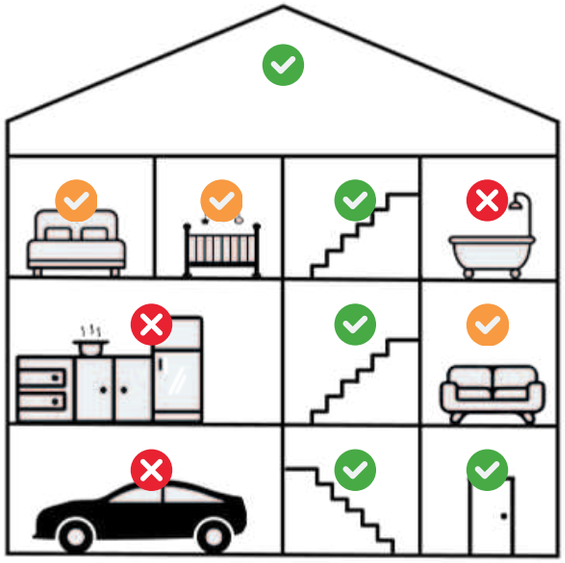

Figur 3: Rekommenderade monteringsplatser
- Kontrollera figur 3, 4 och 5 för korrekta monteringsplatser. De flesta EU-länder kräver rökdetektorer på alla våningar och utrymningsvägar.